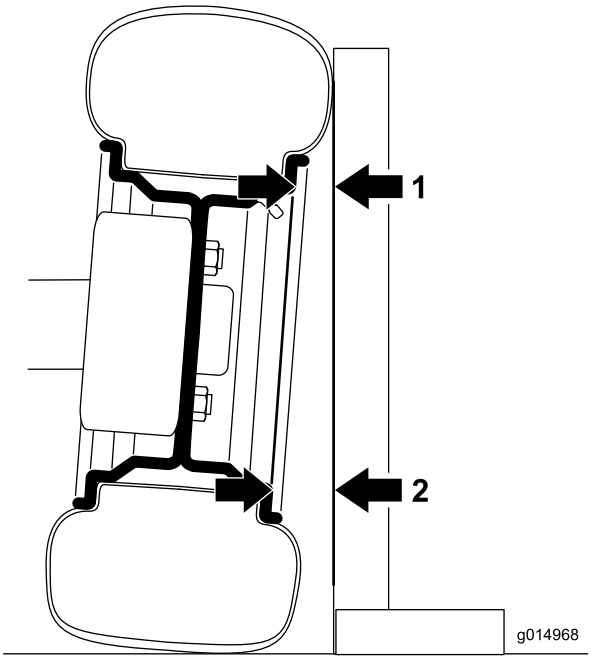

Figur 60
1. Kontrollera lutningen utåt genom att placera en 90-gradig vinkelhake på marken på så sätt att den lodräta kanten vidrör däckets framsida (Figur 60).
2. Mät avståndet från samma del av fälgen upptill och nedtill på däcket och till vinkelhaken (Figur 60).